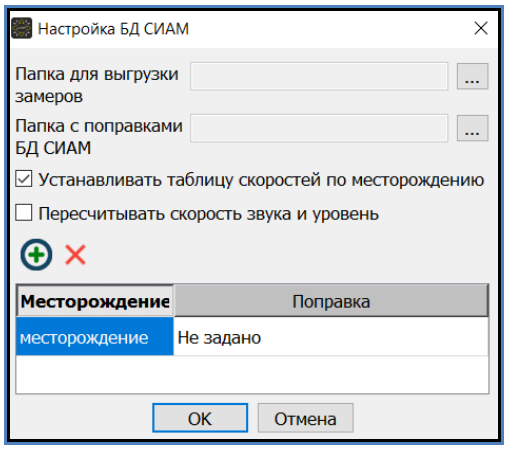

Рисунок 14
4.2.3.2. Для настройки экспорта в БД СИАМ следует выбрать пункт меню «БД СИАМ». Окно «Настройка БД СИАМ» содержит следующую информацию (рисунок 14):